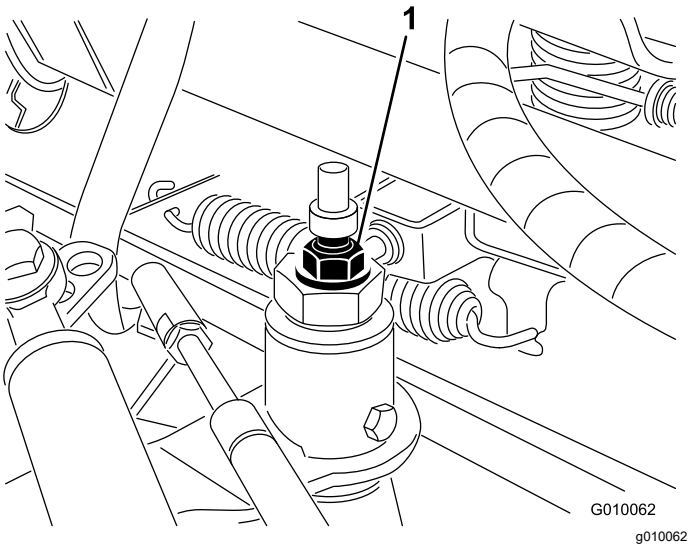

Figur 56
3. Løsn låsemøtrikken på traktionsjusteringsknasten (Figur 56).